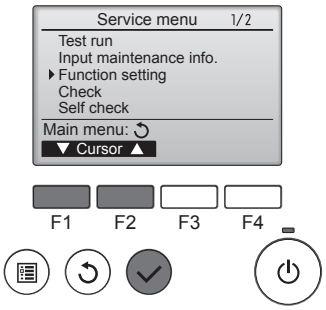

Fig. 6-2
6.2. Remote controller (Fig. 6-2)
① (Fig. 6-2)